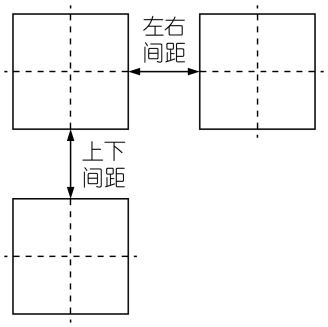

图 1
① 仪表安装孔间距请根据不同尺寸及安装支架方式留出合适的距离，必要时仪表允许并排紧密安装方式。建议 A/D/D61/C/E 尺寸左右间距≥8mm，上下间距≥30mm；B/F 尺寸左右间距≥30mm，上下间距≥8mm （图 1）。